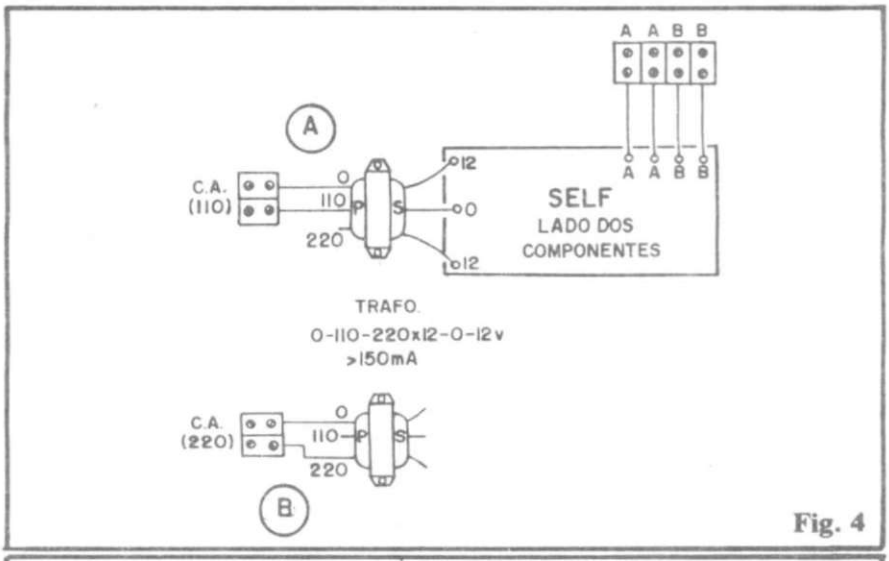

Fig. 4
Satisfeitas as condições anteriores, podem ser feitas as (poucas) conexões externas à placa, mostradas na fig. 4, onde o Circuito Impresso ainda é visto pelo seu lado **não cobreado** (por uma simples questão de "visualização", os componentes sobre a dita placa não são mais mostrados, mas considerem que "eles estão lá"...). Muita atenção às ligações do transformador: em (A) temos a conexão para utilização em rede de 110 VCA, e em (B) para rede de 220 VCA. Para a identificação do **primário** (P) e **secundário** (S), lembrar que o primeiro costuma apresentar três fios em cores diferentes, enquanto que no segundo, os fios **extremos** apresentam cores idênticas, diferindo apenas a cor do fio central.
Identificar corretamente a barra de Saída, com os contatos "A-A" e "B-B". Notar ainda que todas as ligações externas mostradas na fig. 4 devem ser curtas, de modo que o conjunto não se apresente como uma "coisa" cheia de "penduricalhos", deselegante e sujeita a problemas de identificação de fios e ligações...